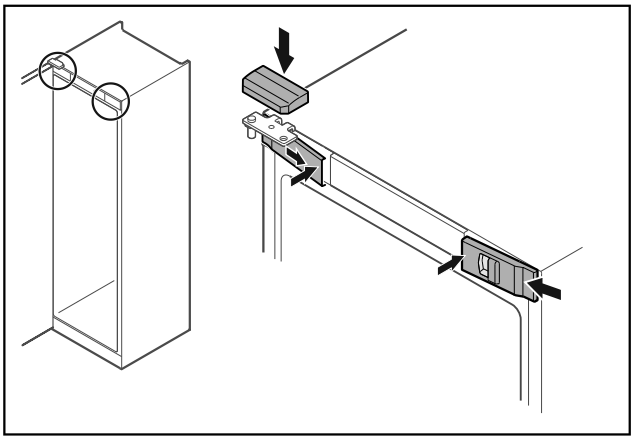

Fig. 48
▶ Accrocher les caches avant *Fig. 48 (1)* par les côtés et les enclencher en appuyant sur l'intérieur.
▶ Insérer le cache supérieur *Fig. 48 (2)* par le haut.